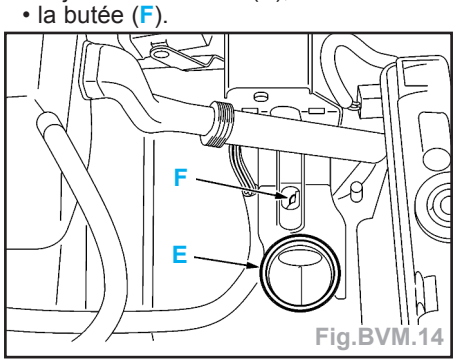

Fig.BVM.14
- Avant de reposer le filtre à air, vérifier la présence et le bon positionnement des éléments suivants (Fig.BVM.14) :
- le joint d'étanchéité (E),
- la butée (F).